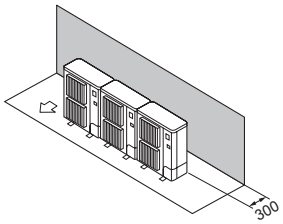

Fig. 2-13
(1) Obstacles uniquement à l'arrière (Fig. 2-13)